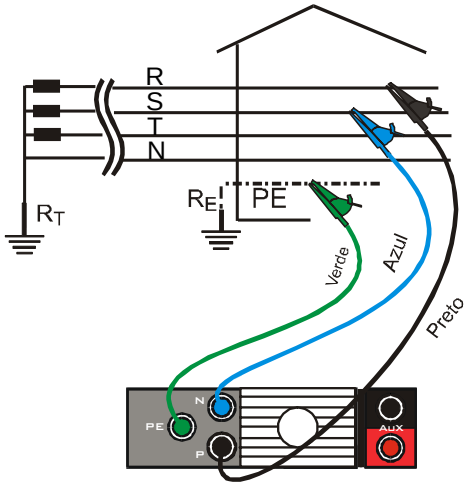

Fig. 26: Ligação do instrumento para medição da Impedância Fase-Fase
1. Mover o instrumento para a esquerda e inserir os três conectores do cabo C2033 nos terminais correspondentes do instrumento (ver ligação na Fig. 26). Inserir nas extremidades livres do cabo os crocodilos do SET COC3.
2. Inserir os crocodilos nos condutores do sistema trifásico (ver Fig. 26).